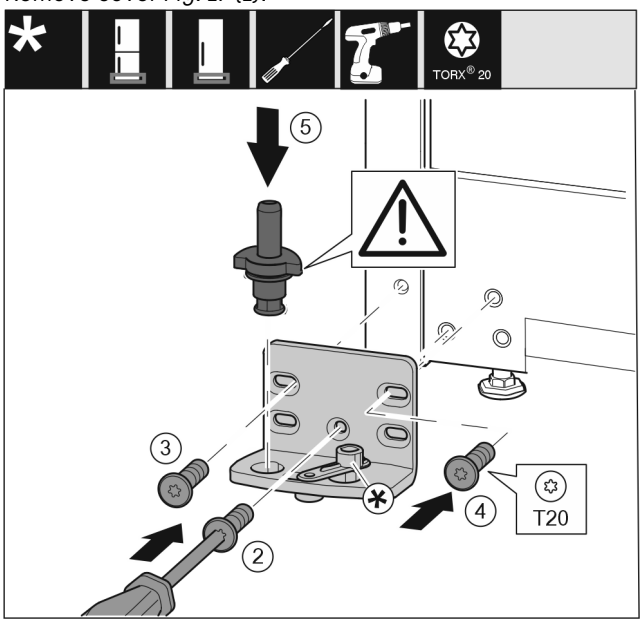

Fig. 18
▶ Place the swap bearing block on the other side and use a screwdriver to screw it on. Start with the screw *Fig. 18 (2)* at the bottom in the middle.
▶ Tighten screw *Fig. 18 (3)* and screw *Fig. 18 (4)*.
▶ Insert the bearing bolt *Fig. 18 (5)* completely. Ensure that the latching cam is pointing towards the rear.